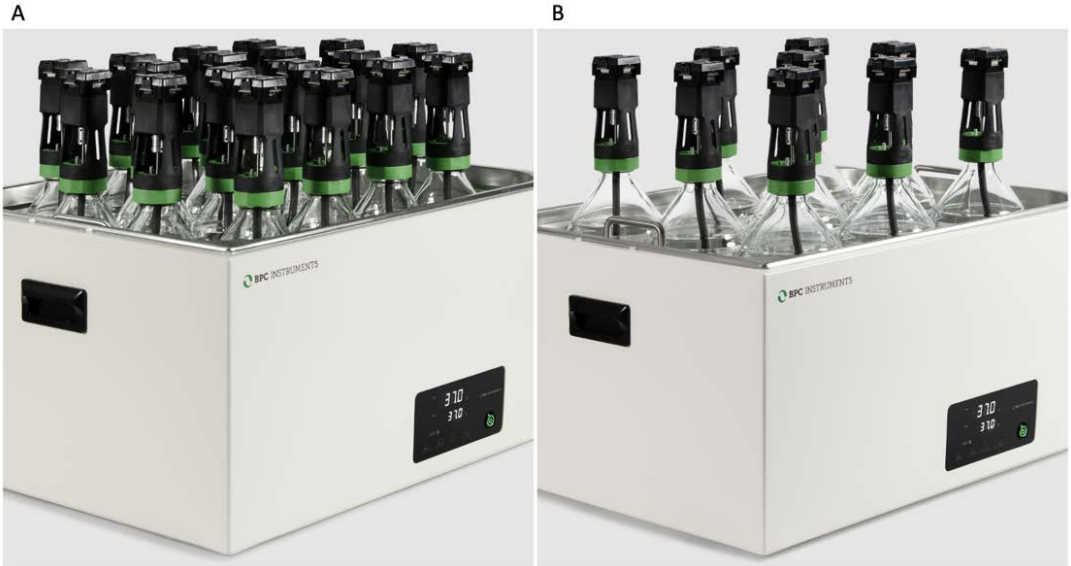

Figure 15. (A) Incubation Unit for BPC Blue Anaerobic (Default Package) and (B) BPC Blue Anaerobic Light.
1) **Incubation Unit (Unit A)**: Here is where the fermentation process takes place (**Figure 15**). 18 (0.5 or 1 L) or 9 (2 L) reactors are placed inside a thermostatic water bath (68 x 56 x 33 cm), which is used for temperature control (up to 60° C, precision of 0.2° C). The thermostatic water bath is provided with a lid for 18 or 9 reactors to minimise water loss and ensure that the temperature set point is rapidly reached. The incubation system provides a well-controlled environment in regard to temperature, pH, and relative humidity for biogas production.